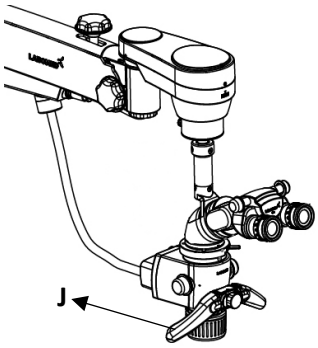

Fig. 46
2. **Fine focusing is done through the CMO (E) fine focus ring.**
3. **Absolute centring of focused area in field of view can be done by manual handles (J). Ref. Fig. 46**